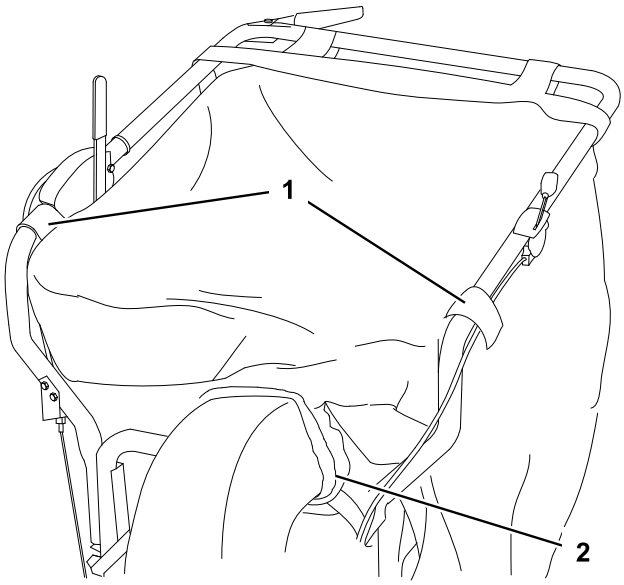

Figur 9
2. Placera uppsamlaren på handtaget, sätt fast skyddshylsorna över stiften och uppsamlarremmen över handtaget (Figur 9).
3. Dra uppsamlarens elastiska halsöppning över utkastarens flänsar (Figur 9).